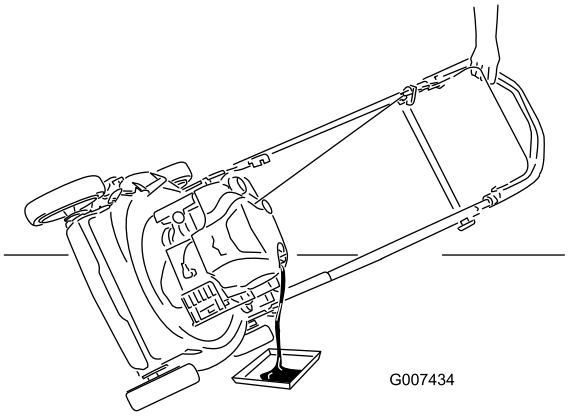

Figur 30
3. Tippa gräsklipparen på sidan (med luftfiltret uppåt) för att tömma ut den använda oljan genom påfyllningsröret (Figur 30).